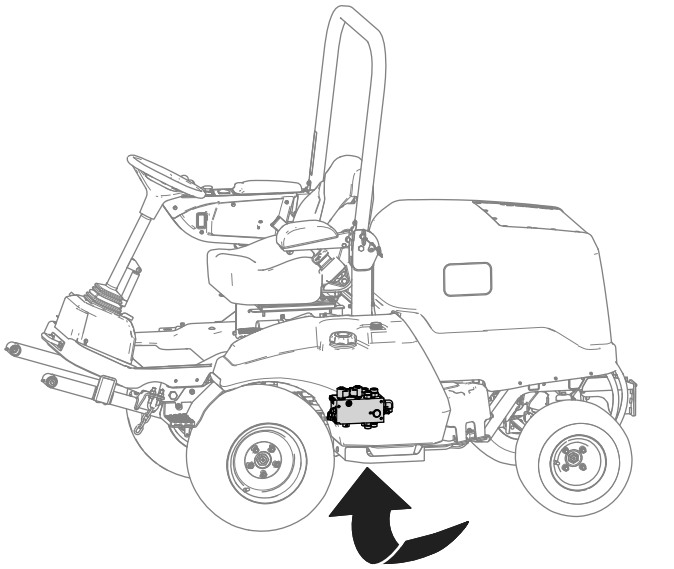

Figur 8
A. Placera ett avtappningskärl under hydraulförgreningsröret (visas i Figur 8).